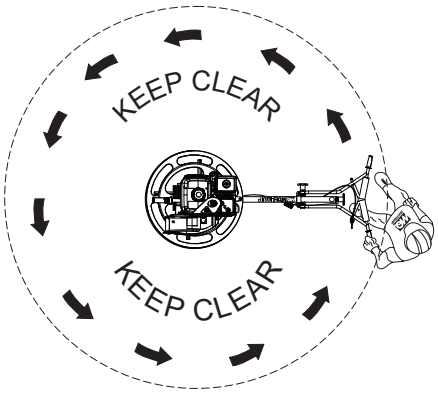

Figure 43. Centrifugal Safety Stop Switch Test
4. Stand behind the handle in the operator's position (Figure 43) and spin the handle to the right, simulating a runaway condition. Centrifugal force should throw the safety switch outward to the **OFF** position, thus shutting off the engine.